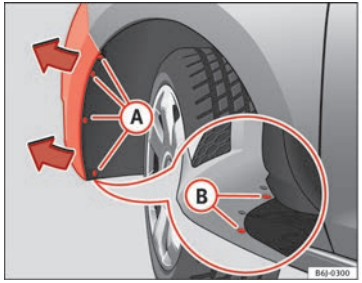

Fig. 172 Fog light: access to the connector and to the light bulb holder
– Remove the 4 screws (A) ⇒ Fig. 172 from the inside of the wheel housing and the 2 bottom screws (B) ⇒ Fig. 172 from the bumper using a screwdriver.